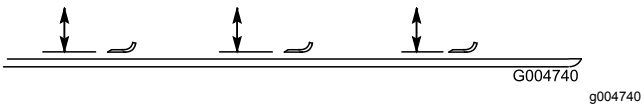

Figur 87
2. Rotera kniven tills ändarna är riktade framåt och bakåt, och mät från klippdäckets insida till knivseggens spets (Figur 87).